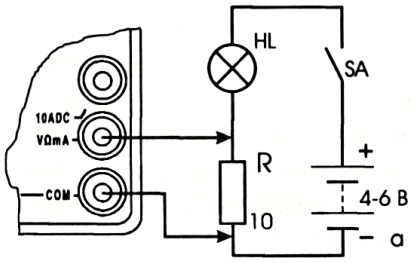

Рис. 5
1. Подключите черный провод (щуп) к разъему «COM» (нижнее гнездо), а красный к разъему «VΩmA» (среднее гнездо) (рис. 5, а).
1. Соберите цепь по рис. 5, а, б и поочередно измерьте напряжение на участках R и HL, используя мультиметр как вольтметр постоянного тока.